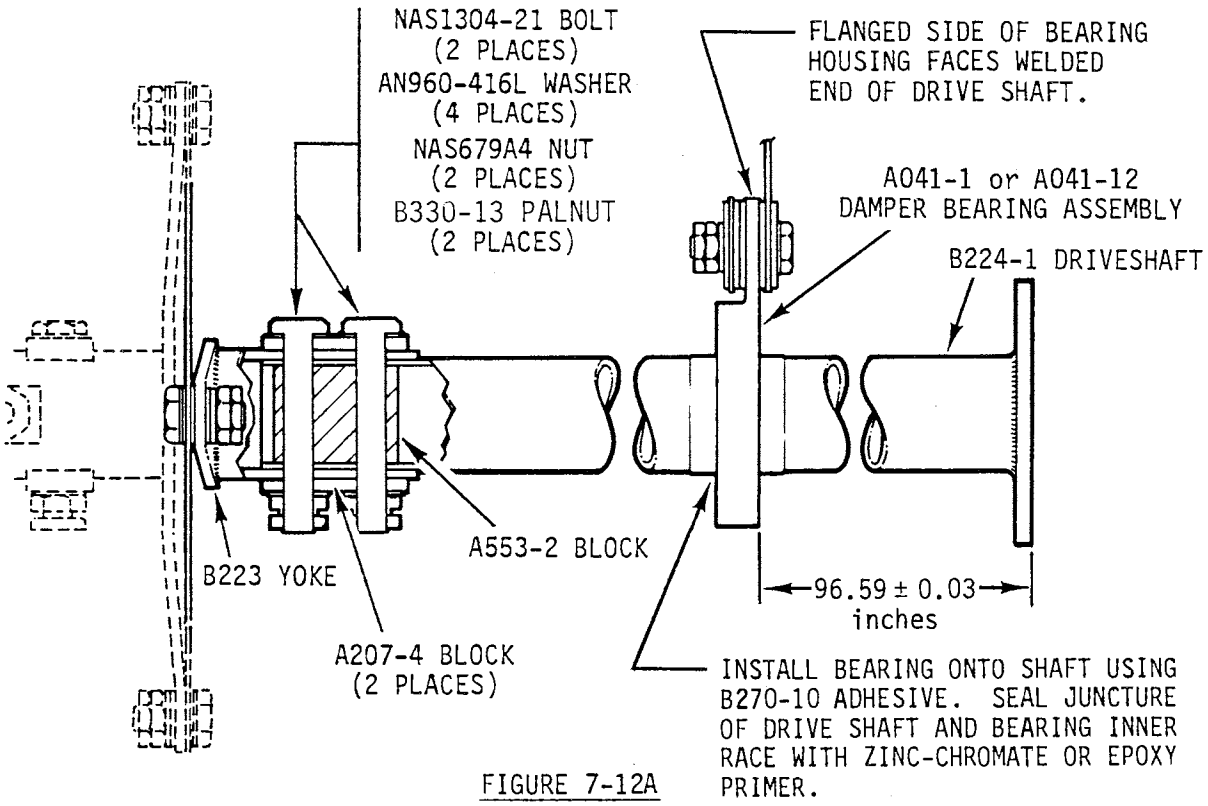

FIGURE 7-12A
a) The two-piece tail rotor driveshaft consists of a B224-1 driveshaft, B223-1, -2, -3, or -4 yoke assembly, A041-1 damper bearing assembly, A553-2 block and two A207-4 blocks. See Figure 7-12A.